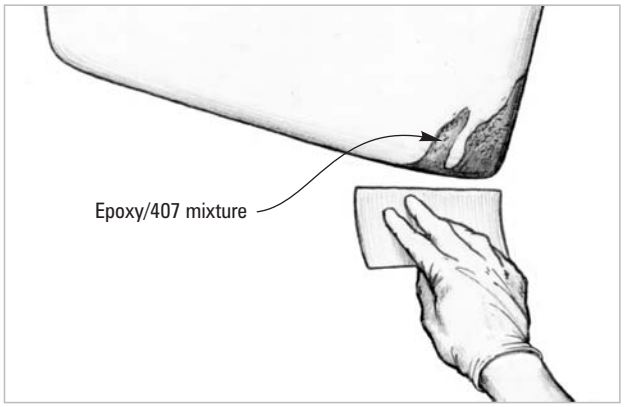

Figure 8-4 *Trowel the epoxy/407 mixture into the voids and shape it to match the form of the keel.*
6. Fill the voids with an epoxy/407 low-density filler mixture thickened to a peanut butter consistency. Trowel the mixture into the voids and shape it to match the form of the keel *(Figure 8-4)*. If the volume of a void is larger than a golf ball, apply the mixture in several applications to avoid excessive exothermic heat buildup. Allow the mixture to cure thoroughly.